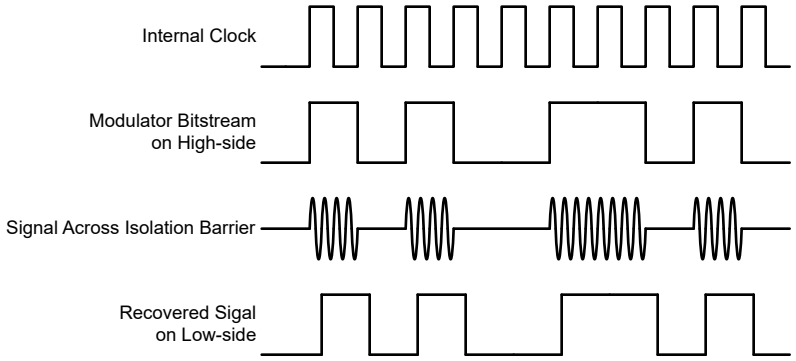

图 8-1. OOK-Based Modulation Scheme
The AMC1300 uses an on-off keying (OOK) modulation scheme, as shown in 图 8-1, to transmit the modulator output bitstream across the SiO_2-based isolation barrier. The transmit driver (TX) shown in the *Functional Block Diagram* transmits an internally generated, high-frequency carrier across the isolation barrier to represent a digital *one* and does not send a signal to represent a digital *zero*. The nominal frequency of the carrier used inside the AMC1300 is 480 MHz.